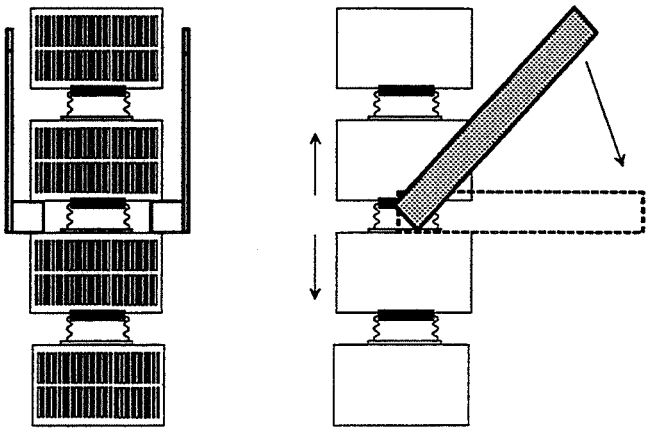

Fig. 1 Thyristor stack armature bridge
- Attach the disassembly tool at the faulty thyristor and pry the upper and lower heat sinks apart, see fig. 1. The copper bars need not to be loosened.